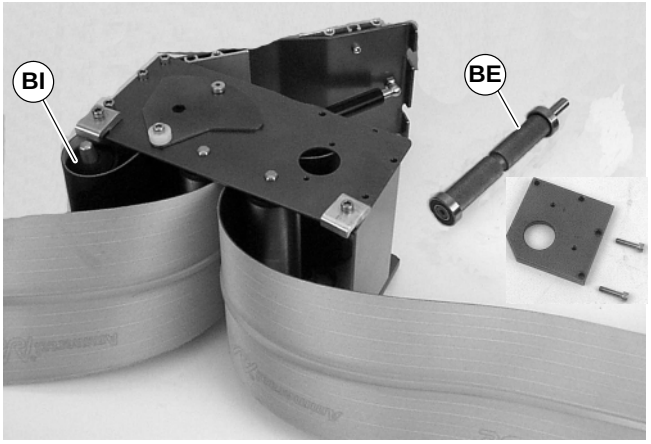

Abbildung 29
- Bei mindestens 127 mm breiten Fördergurten beide Seiten der gefederten Welle niederdrücken und die Umlenkrolle entfernen (BI siehe Abbildung 29).